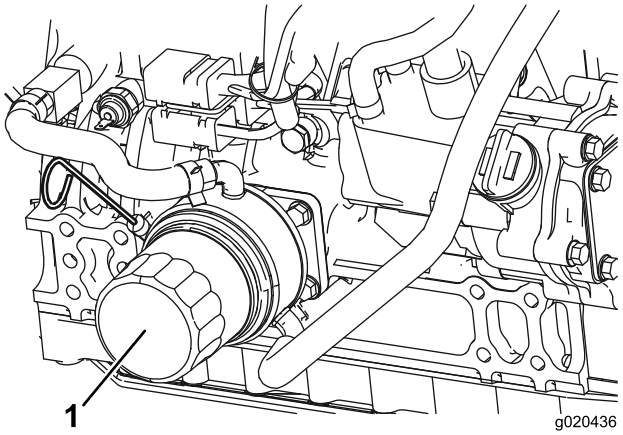

図 52
2. オイルフィルタ図 52を外す。新しいフィルタのシールに薄くエンジンオイルを塗って取り付ける。**締めすぎないように注意すること。**